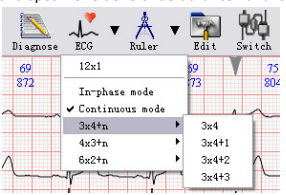

Figura 69
- **"ECG":** per selezionare la modalità di disposizione delle onde durante l'analisi delle onde, come mostrato in Figura 69: